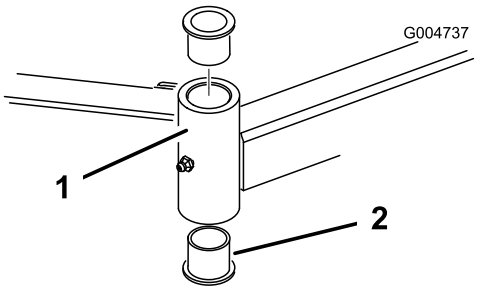

Figuur 76
4. Sla een drevel in de boven- of onderkant van de bevestigingsbuis en tik de lagerbus uit de buis (Figuur 76). Tik ook de andere lagerbus uit de buis. Reinig de binnenkant van de buizen.